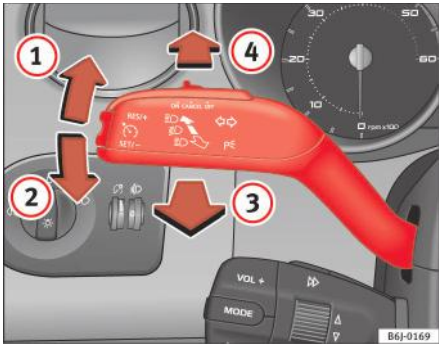

Fig. 56 Maneta pentru semnalizarea direcţiei şi faza lungă
– Deplasaţi maneta complet în sus ⇒ fig. 56 (1) pentru a indica **dreapta** şi complet în jos (2) pentru a indica **stânga**.
– Deplasaţi maneta în faţă ⇒ fig. 56 (4) pentru a aprinde faza lungă a farurilor.